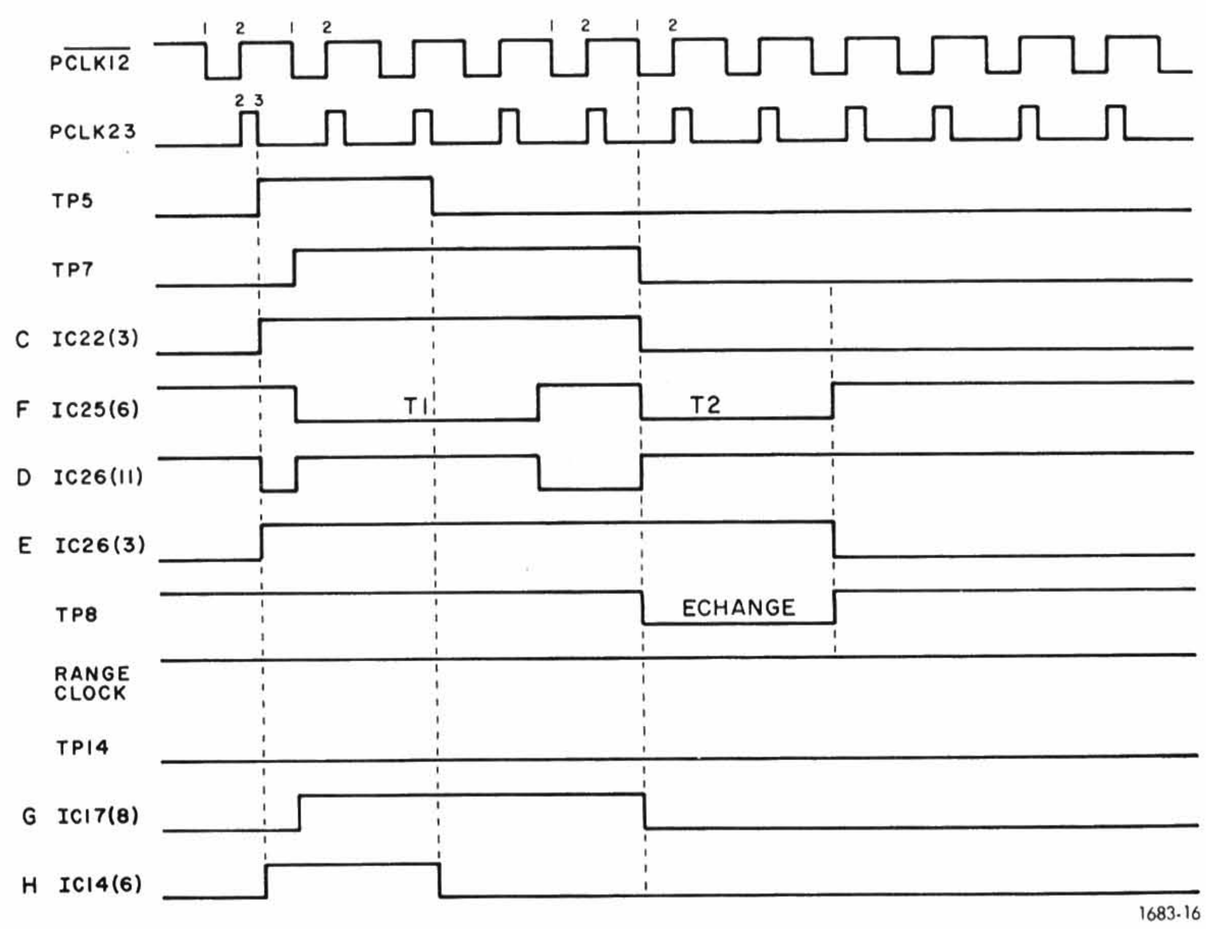

Figure 4-44. Timing diagram, start range change then stop change.
At the end of time T1, determined by time delay T1, the Q output of IC20 passes through the delay, turns on Q1 and produces a "1" at IC25(6), enabling the gates again. Even if TP5 did not stay a "1" for this length of time, as shown in Figure 4-44, the gates will still be enabled, since TP7 is now "1" because of the set condition of the flip-flop, which allows the flip-flop gates to be enabled by IC25(6). PCLK12 then resets the flip-flop, causing IC25(6) to go to "0". TP7 then goes to "0". After time T2, determined by time delay T2, Q1 is turned on by the $\overline{Q}$ side of IC20, causing IC25(6) to go to "1". This action produces signal $\overline{\text{ECHANGE}}$, a 25-ms "0" level.